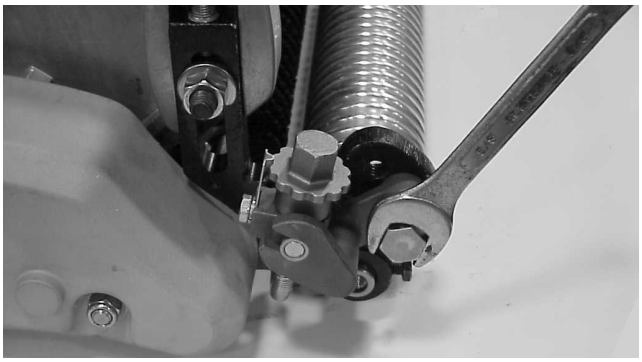

Figure 29
- Loosen the bolts on the right and left groomer arms (Fig. 29).